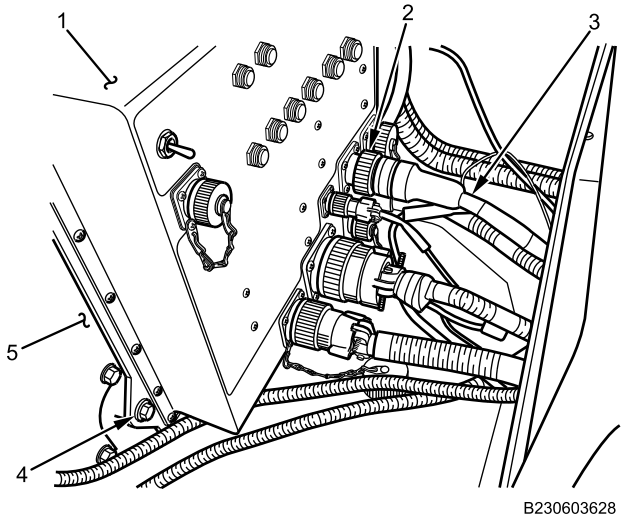

Figure 4. Electrical Cables.
7. Disconnect electrical cable (Figure 4, Item 3) from 24V PDM (Figure 4, Item 1) by turning metal collar on connector (Figure 4, Item 2) counterclockwise. Place cable aside.
8. Remove four bolts (Figure 4, Item 4) securing 24V PDM (Figure 4, Item 1) to engine access cover (Figure 4, Item 5). Remove 24V PDM.